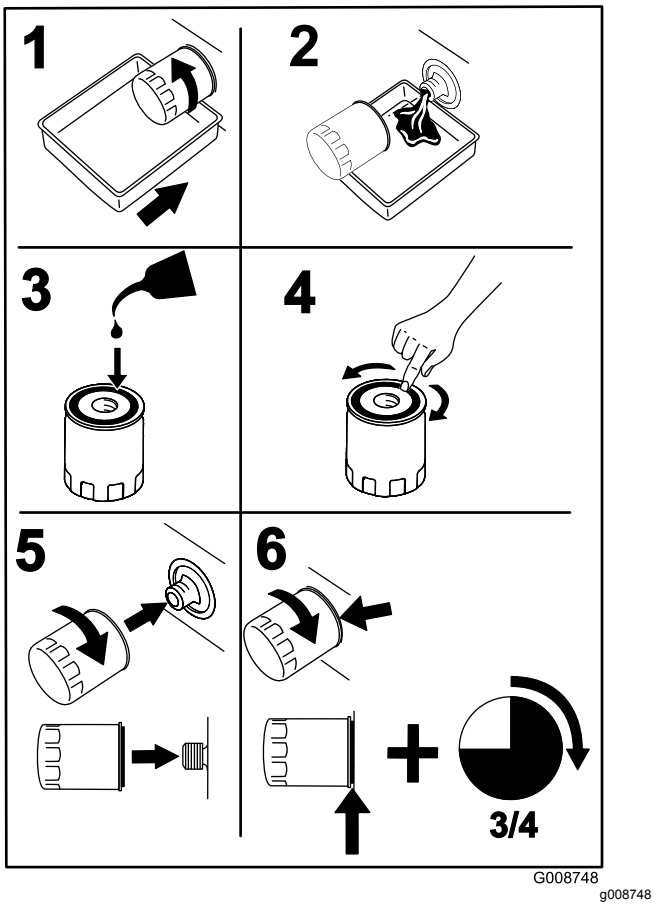

Figur 71
8. Placer en aftapningsbakke under manifoldfilteret (Figur 71).